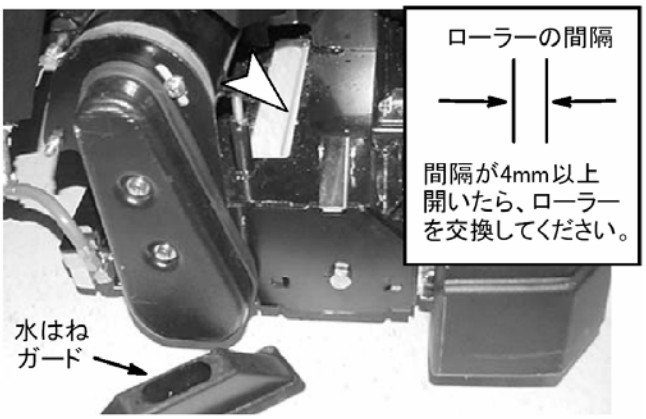

図27
4. **ReadySpace™** ：水はねガードを取り外し、ローラーが磨耗していないかを点検します。2つのローラーの間隔が4mmよりも広い場合は、ローラーを交換する必要があります。（図27）ローラーを交換する場合は、常に2つ一緒に取り替えてください。